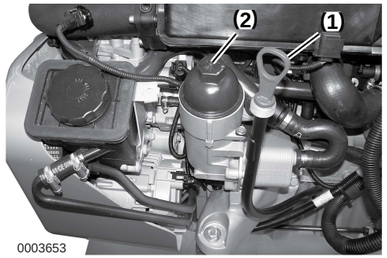

***Figure 1***
3. NOTICE: *Prevent dirt and debris from contaminating engine oil. Carefully clean the dipstick and the surrounding area before you remove the cap.*Loosen the engine oil filter cap **(Figure 1, (2))** 1 - 2 turns with a socket wrench. Allow to sit a few minutes to allow oil to drain into crankcase.
4. Remove the engine oil dipstick **(Figure 1, (1))**. Attach an oil drain pump and pump out the oil. Dispose of waste properly.